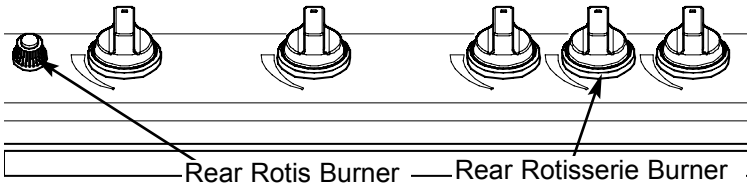

Figure 18
7. Push and turn the Rotisserie Burner Control Knob (located between the two burner control knobs at the right side of the control panel, see **Figure 18**) to HIGH and then HOLD the knob in for 10 seconds until the thermocouple heats up.